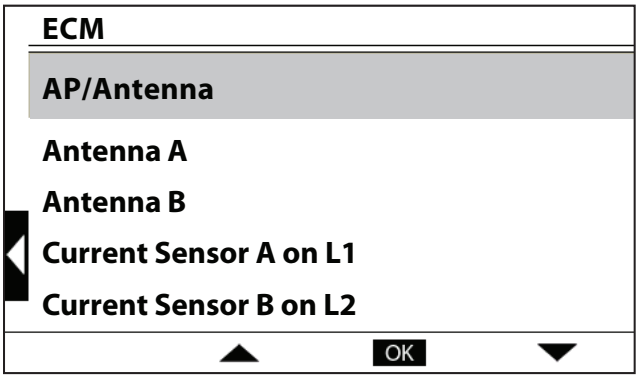

Figure 9
4. From the ECM Screen (see figure 9), select the desired Smart Grid Component test.